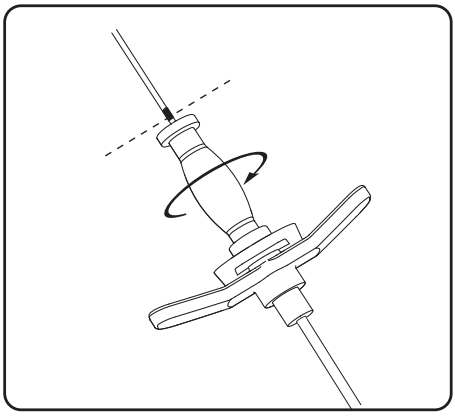
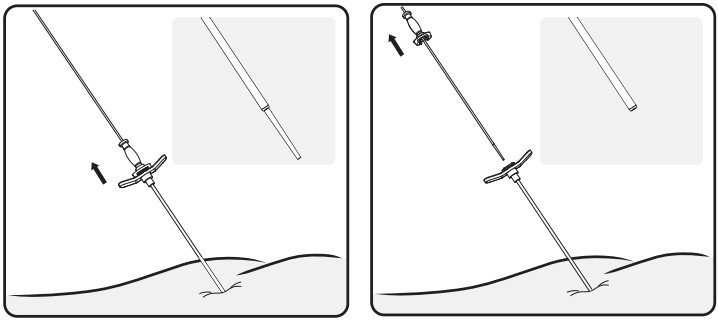

Afbeelding 11. De dilatator van de inbrenghuls ontgrendelen
Afbeelding 12. De geleider en dilatator verwijderen
6. Draai de dilatator 90 graden om hem van de inbrenghuls te ontgrendelen (**afbeelding 11**). Zorg dat u de inbrenghuls op zijn plaats houdt en verwijder de geleider en dilatator (**afbeelding 12**).